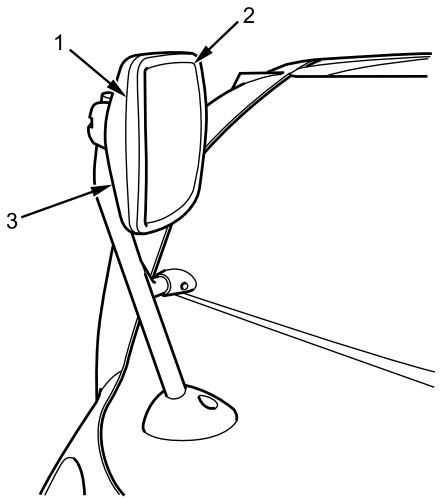

Figure 1. Mirror Trim and Glass.
1. Remove trim cover (Figure 1, Item 1) and glass (Figure 1, Item 2) from mirror housing (Figure 1, Item 3).